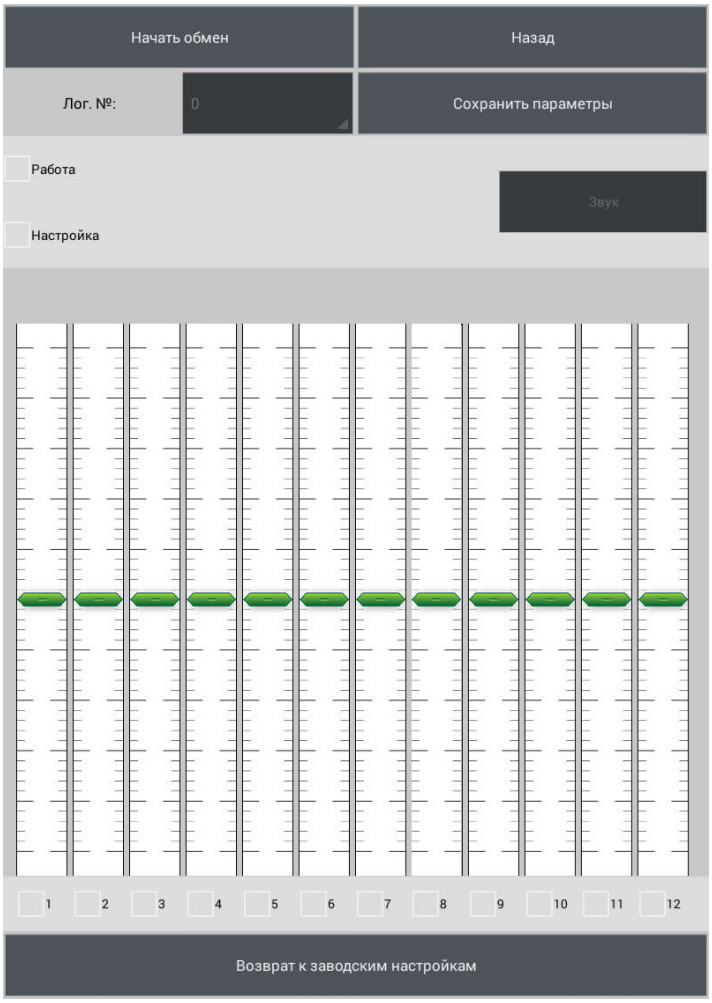

Рисунок 2.18
2.3.7.3.6 Откроется рабочее окно программы (рисунок 2.18).